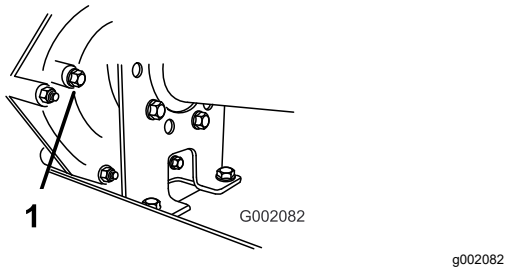

Figuur 49
2. Verwijder de bout uit het peilgat (Figuur 49).